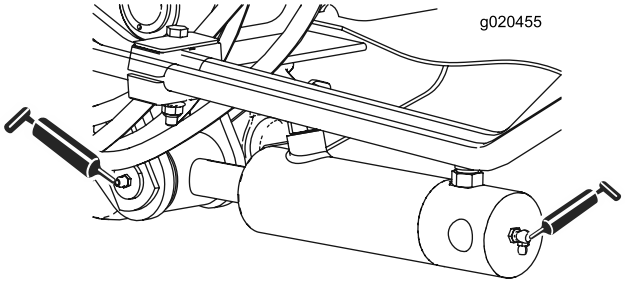

Figuur 42
- Lagerbussen van hefarmcilinder (2 elk) (Figuur 42)